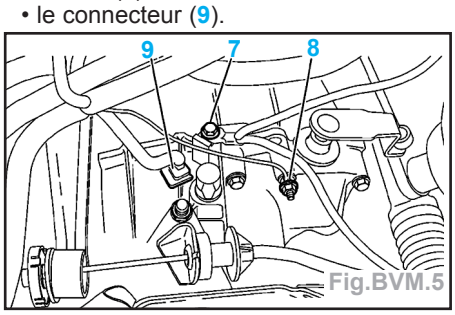

Fig.BVM.5
- Déposer (Fig.BVM.5) :
- la vis (7),
- l'écrou (8),
- le connecteur (9).